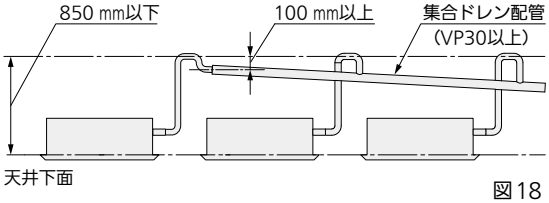

図18
- 集合ドレン配管を行う場合は 1/100 以上の下り勾配を付け、ドレン配管立ち上がり部より低くなるようにしてください。（100 ㎜以上）（図 18）
- 集合ドレン配管の太さは集合した本体の台数分に見合うだけの太い配管（VP30以上）で施工してください。（図 18）